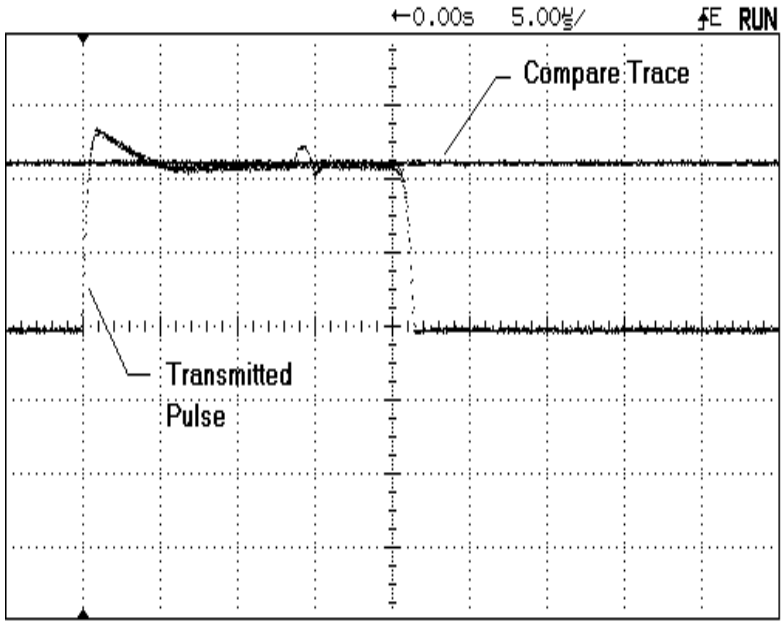

Figure 5-18 3.33 us Peak Power Pulse in Low Mode
11. Observe the waveforms on the oscilloscope screen. Adjust the COMPARE knob on the HP8900D so the DC level of the C*ompare Trace* on the scope is positioned at the top of the transmitted pulse, averaging through any ripples. (The waveform will be similar to those shown in Figure 5-17 and Figure 5-18.)
3. When the profiler is transmitting in the beam and mode that produced the highest measurable power, observe the waveforms on the oscilloscope. Rotate the *COMPARE LEVEL* knob on the HP8900D to position the *Compare Trace* at the top of the transmitted pulse waveform, averaging through any ripples. Figure 5-17 and Figure 5-18 are examples of transmitted pulses in the high and low modes respectively. The *Compare Traces* in these figures have been positioned correctly. Record the peak power value displayed on the HP8900D (referenced below as $P_{measured}$).